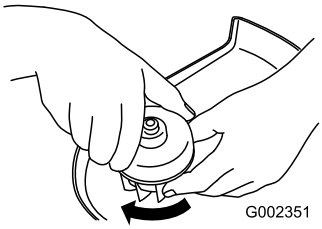

Bild 17
3. Drehen Sie die Kappe fest im Uhrzeigersinn auf die Spule auf (Bild 17).